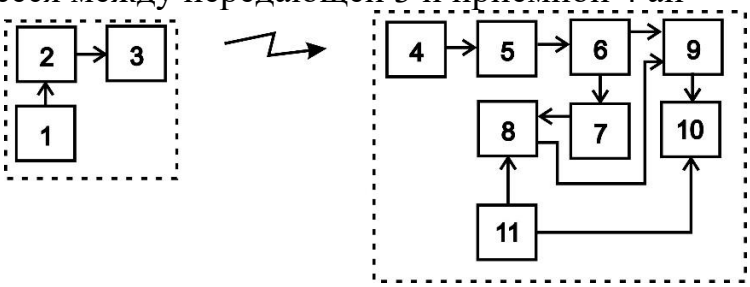

Рис. 6.2
6.2.1 Управляемый генератор 1 (рис. 6.2) вырабатывает импульсную последовательность определенной скважности. Под действием импульсов с генератора 1, модулятор 2 формирует последовательность СВЧ-радиоимпульсов, которые поступают на передающую антенну 3. Передающая антенна 3 излучает СВЧ-радио-импульсы в направлении приемной антенны 4. Образовавшееся между передающей 3 и приемной 4 антеннами электромагнитное поле является источником полезных сигналов для обнаружения объектов, пересекающих данное электромагнитное поле. С выхода приемной антенны СВЧ-радиоимпульсы поступают на вход, детектора 5 и далее на усилитель 6,